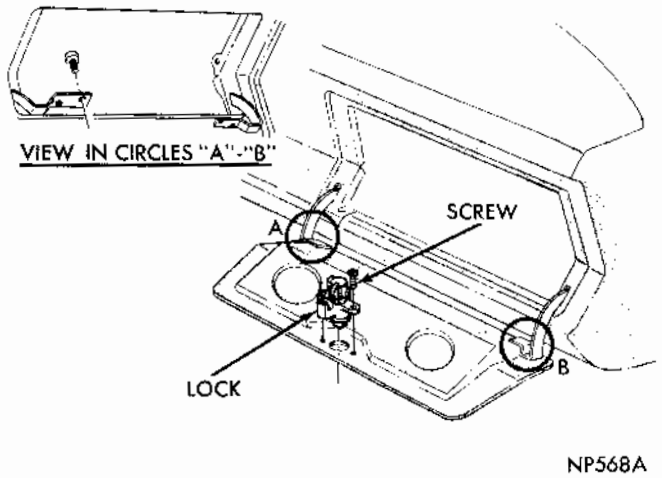

Fig. 4 - Glove Box Door - Dart
(1) Remove glove box door (Fig. 4, 5, and 6).